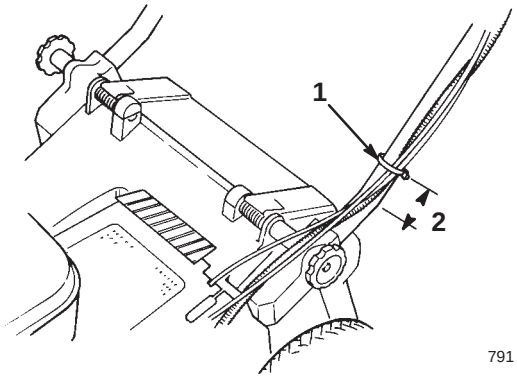

Figuur 4
6. Zet de kabels vast aan de onderzijde van de linkerbuis met een kabelklemband (Fig. 4). Plaats de klemband 2,5 cm onder de bocht in de handgreep, zoals is afgebeeld in Figuur 4.